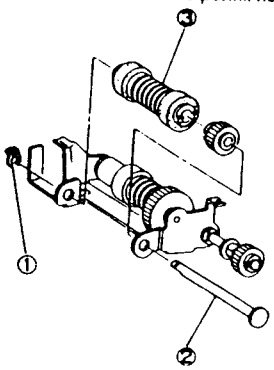

Рис. 3 NZM-0169
4. (Рис. 3): Снимите ролик подталкивания.
①. Снимите KL-клипсу.
②. Выньте ось.
③. Снимите ролик подталкивания.